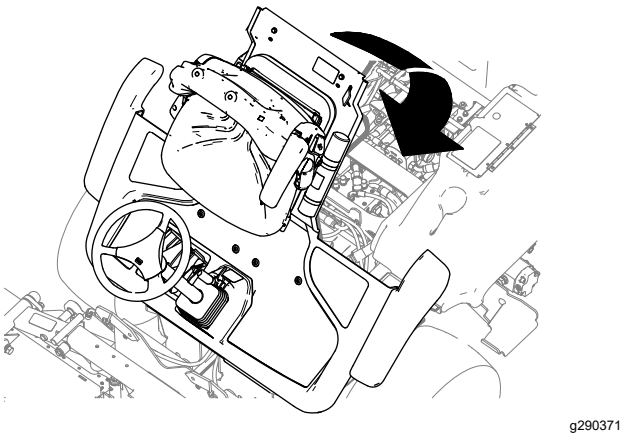

**Figur 50**
1. Sænk forsigtigt platformen (Figur 50).